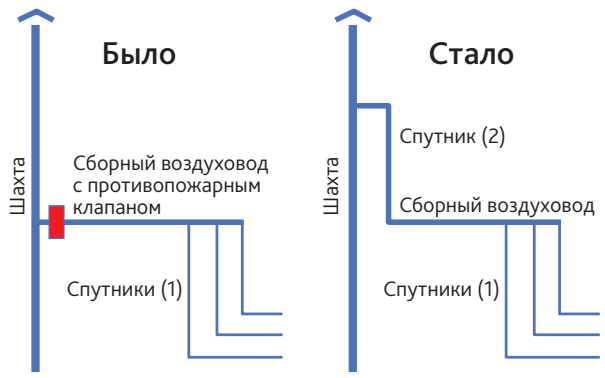

Рис. 13
Можно упрощенно ответить так. Спутник (1) используется для защиты от распространения неприятных запахов, а спутник (2) – для защиты от переноса дыма на вышележащий этаж (рис. 13).
В соответствии с предыдущей версией СП сборный воздуховод мог подключаться к шахте через противопожарный клапан (см. рис. 13 в части «Было»), а теперь применение этого решения исключается. Видимо, это связано с тем, что клапаны имеют более низкую надежность (с учетом объективной реальности их эксплуатации в жилых домах) по сравнению со спутниками (рис. 13 – «Стало»). Теперь спутник – единственный и… беспроигрышный вариант.